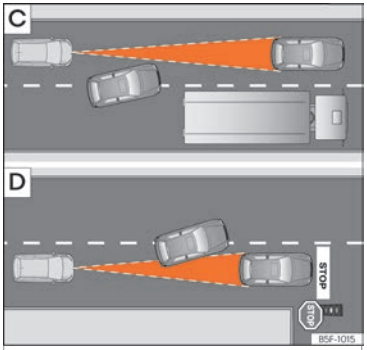

Fig. 183 C Cambio de carril de un vehículo. D Vehículo girando y otro detenido.
- Vehículos que cambien al carril por el que usted circula a poca distancia de su vehículo ››› fig. 183 C.
El ACC puede no reaccionar ante vehículos detenidos. Si, p.ej., un vehículo detectado por el ACC gira o se aparta y delante del mismo se encuentra un vehículo detenido, el ACC no reaccionaría ante este último ››› fig. 183 D.